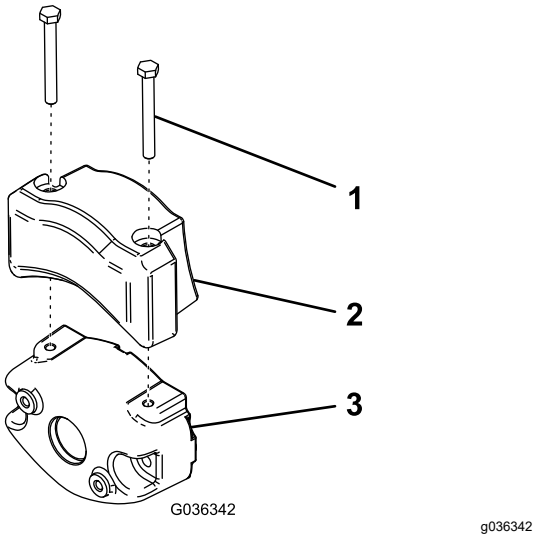

Bild 10
4. Befestigen Sie das elektrische Gegengewicht mit zwei Kopfschrauben am vorhandenen Gegengewicht, wie in Bild 10 abgebildet.